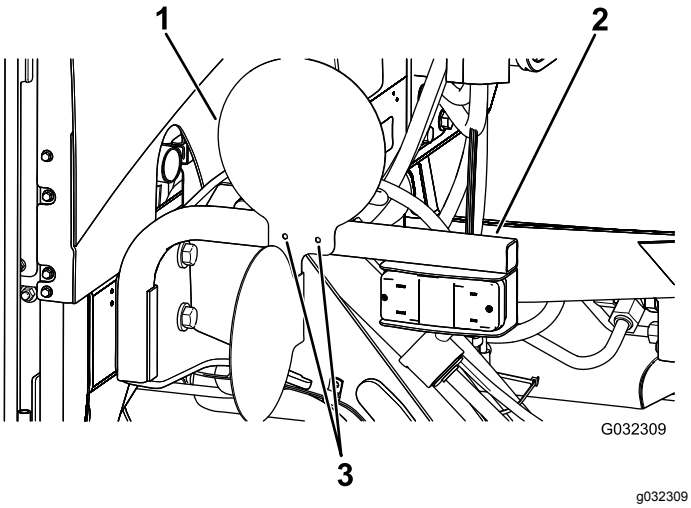

Figura 34
1. Allineate le piastre con i fori preesistenti nelle staffe del kit luci (Figura 34).